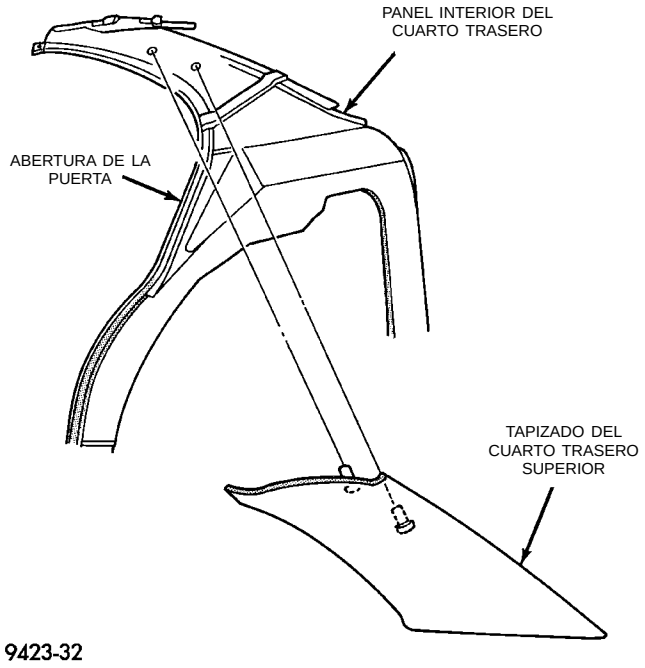

Fig. 60 Tapizado del cuarto trasero superior
(1) Desacople los collarines que fijan el tapizado al panel del cuarto trasero superior (Fig. 60).
(2) Separe el panel tapizado superior del vehículo.